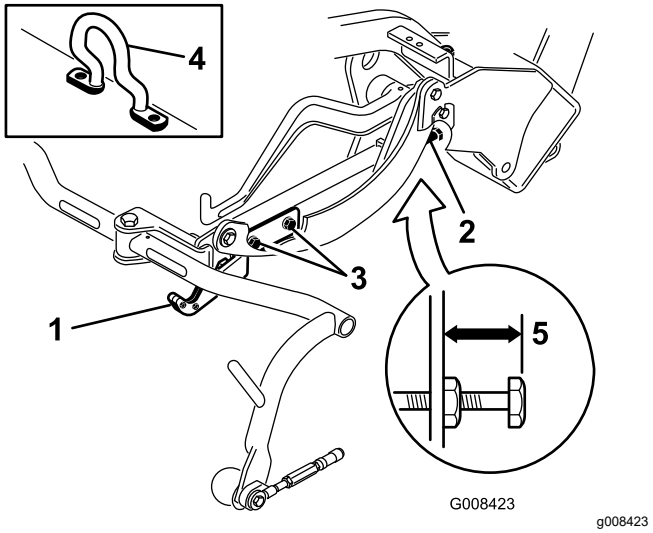
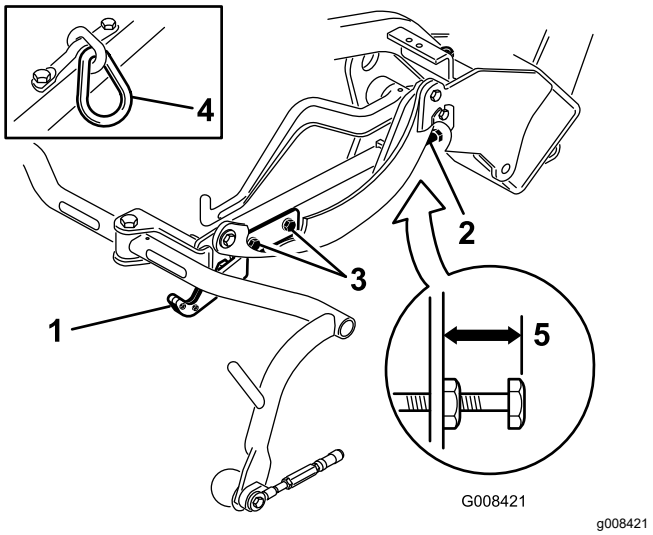
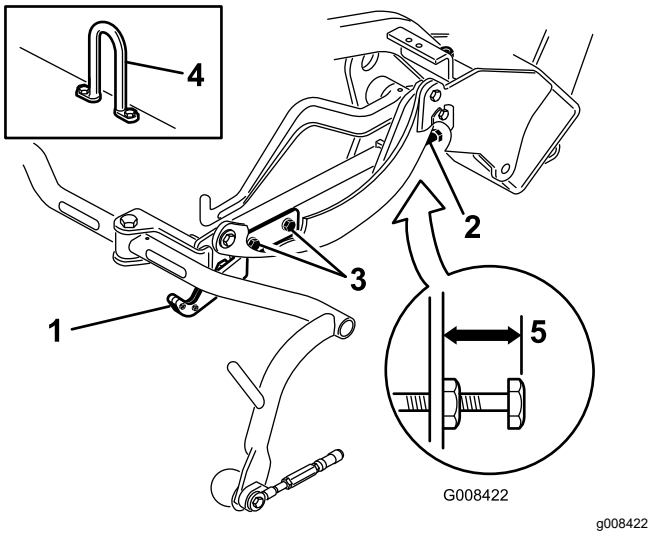

Figuur 10
Figuur 11
Figuur 12
Controleer de transporthoogte (Figuur 11 en Figuur 12) en pas deze indien nodig aan.
2. Controleer bij maaidekken die zijn uitgerust met een excentrieke hefhaak (Figuur 10, inzet) of de afstand vanaf de bovenzijde van de stelschroef op het draagframe tot de achterzijde van het draagframe 25 mm bedraagt. Als deze afstand niet 25 mm bedraagt, ga dan verder met stap 4.
3. Controleer bij maaidekken die zijn uitgerust met een kettingschakel of een rechte hefhaak (Figuur 11 en Figuur 12, inzet) of de afstand vanaf de bovenzijde van de stelschroef op het draagframe tot de achterzijde van het draagframe 22 mm bedraagt. Als deze afstand niet 22 mm bedraagt, ga dan verder met stap 4. Als het maaidek is uitgerust met een excentrieke hefhaak (Figuur 10), ga dan verder met de volgende stap.
4. Draai de montageschroeven van de transportplaat los (Figuur 11, Figuur 12 en Figuur 10).
7. Als de draagframes zich niet op dezelfde hoogte bevinden, draait u de contramoer van de stelschroef op het draagframe los (Figuur 10, Figuur 11 en Figuur 12). Draai de schroef naar buiten om het frame omhoog te brengen en naar binnen om het frame omlaag te brengen. Draai de contramoer vast als u de juiste hoogte hebt verkregen.